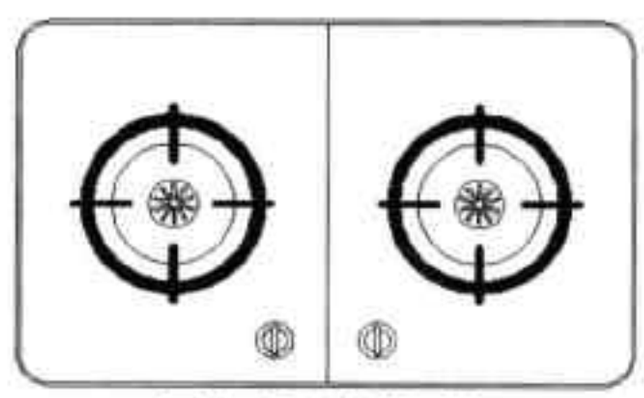

图6-97 镜像图形
Step24 执行“镜像”命令，将刚修剪好的图形以垂直辅助线进行镜像，如图 6-97 所示。